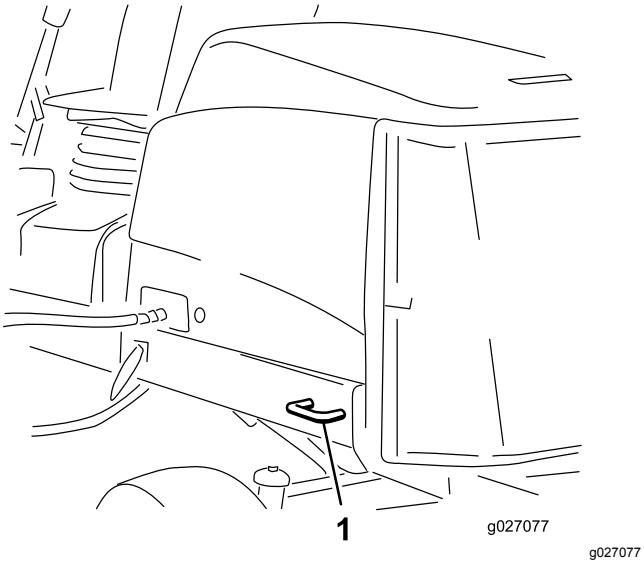

Figur 42
- Bak – på hver side av maskinen på den bakre rammen (Figur 42)